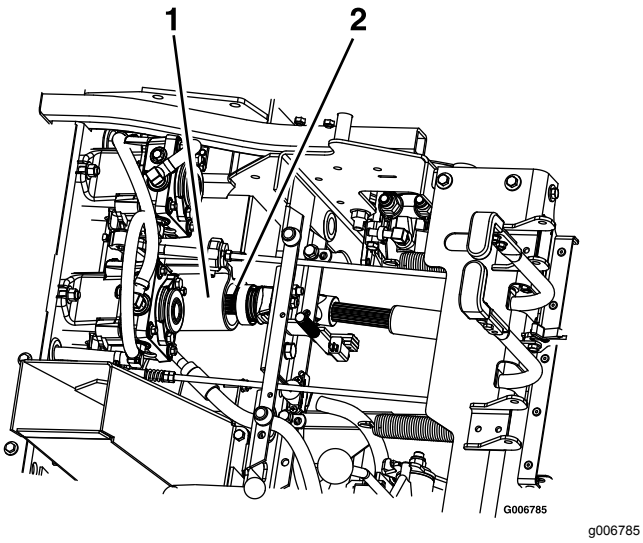

Figura 78
8. Solte o banco e desligue o veio da transmissão utilizando o acoplador rápido no eixo secundário (Figura 78).
4. Instale o veio de transmissão no eixo secundário (Figura 78).